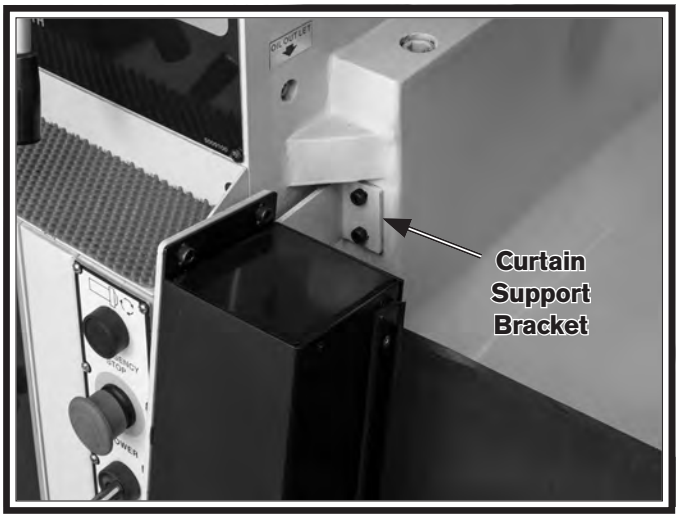

Figure 87. Chip curtain assembly.
3. Remove two cap screws holding retractable curtain support bracket (see **Figure 87**) to lathe headstock, and carefully set aside.